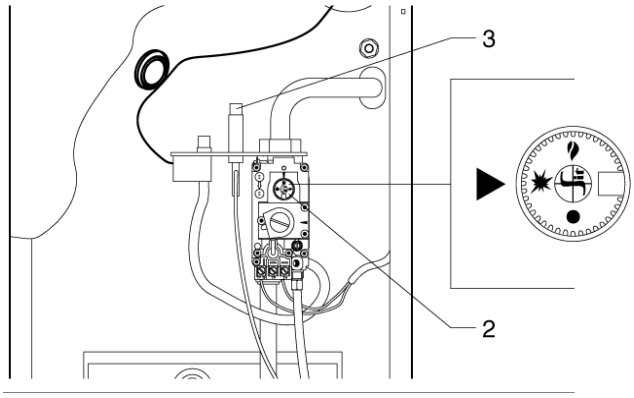

рис. 4.3
Нажмите и поверните ручку управления (2) в положение ✸ (рис. 4.3).